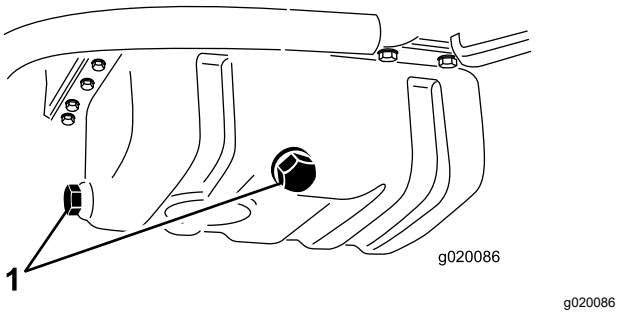

**Figuur 56**
1. Verwijder een aftapplug (Figuur 56) en laat de olie in een opvangbak lopen. Als er geen olie meer naar buiten stroomt, plaatst u de aftapplug terug.